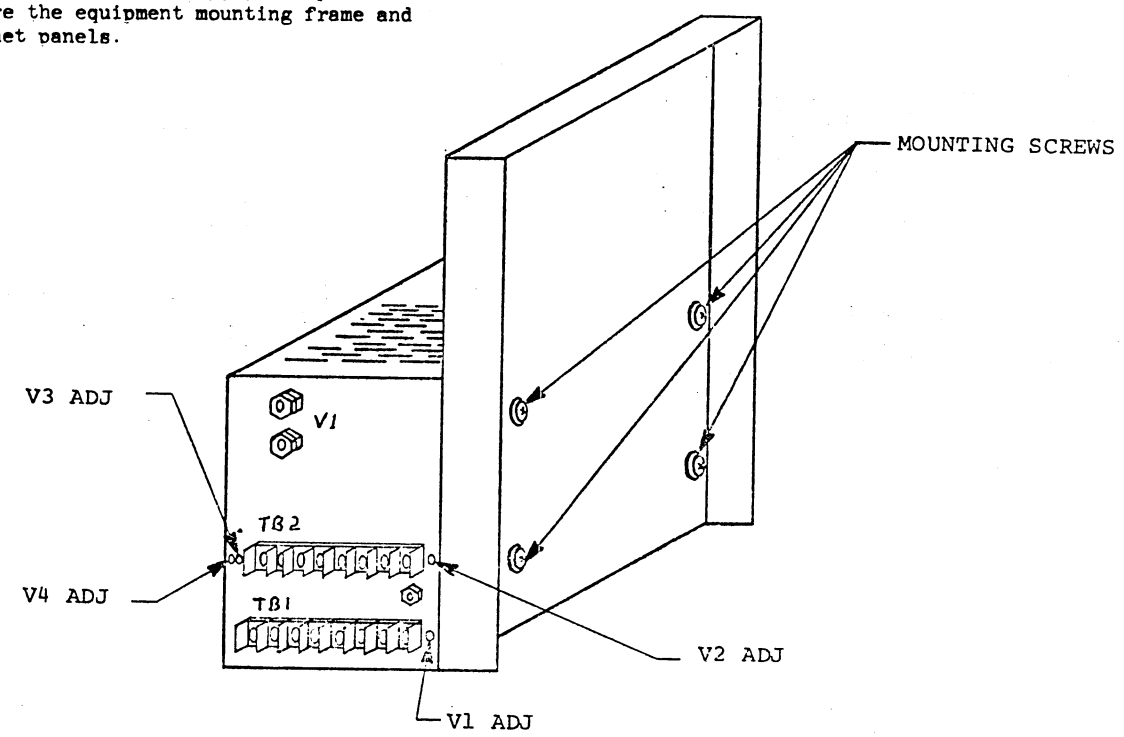

Figure 6A-7. Power Supply and Housing
4. Set a multimeter to a range capable of displaying 120 V ac. Connect the negative lead of the multimeter under the cover plate of TB1 on the power supply terminal 9 (figure 6A-7). Connect the positive lead of the multimeter through the cover plate of TB1 to terminal 8.